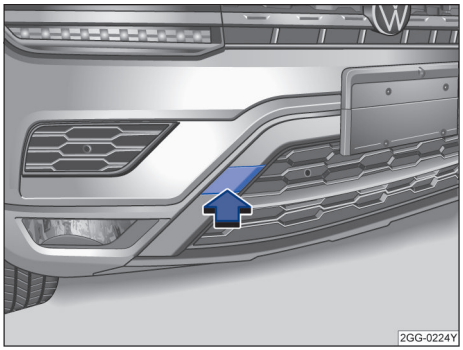

图 200 在保险杠的右前部：拆卸盖板
– 按压盖板的左侧区域→图 200（箭头），松开盖板的卡扣。